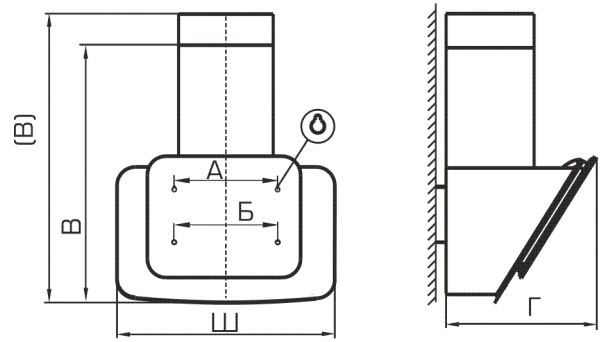

рис. 2
- вверните два самонарезающих винта 6х50 мм (размер А, рис. 2);
- навесьте вытяжку через отверстия типа «замочная скважина» и дополнительно закрепите ее двумя самонарезающими винтами 6х50 мм (размер Б, рис. 2).